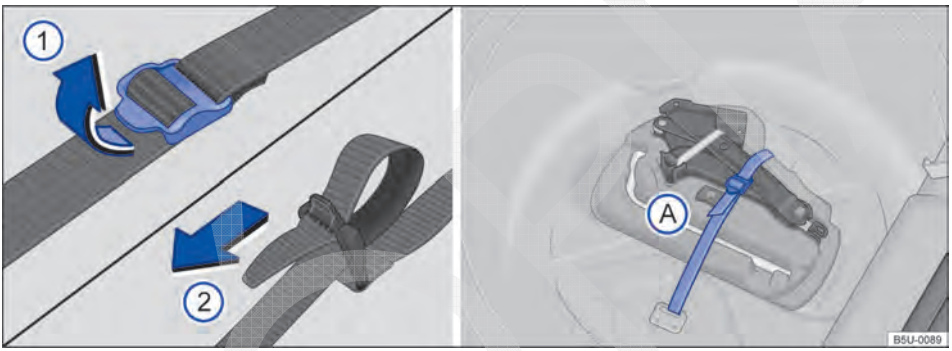

Fig. 160 No compartimento de bagagem: cinta de fixação da caixa de ferramentas e caixa de ferramentas de bordo.
Para soltar a cinta de fixação → Fig. 160 Ⓐ, puxar a fivela no sentido da seta ①.